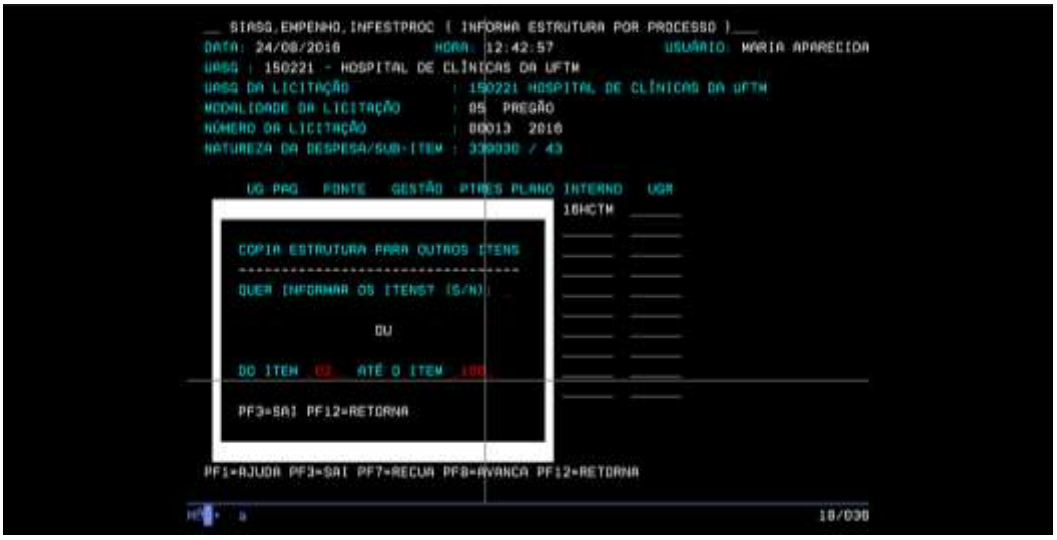

Figura 13: Informação da estrutura do processo para os itens a serem empenhados
- Na sequência deverá ser informado o intervalo dos itens que serão empenhados (Figura 13).